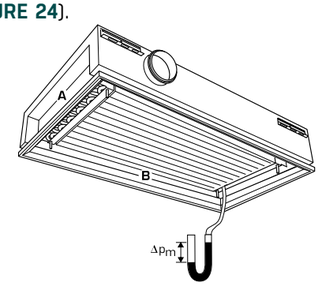

FIGURE 24
3) Air pressure must be checked at this time. (See **FIGURE 24**).